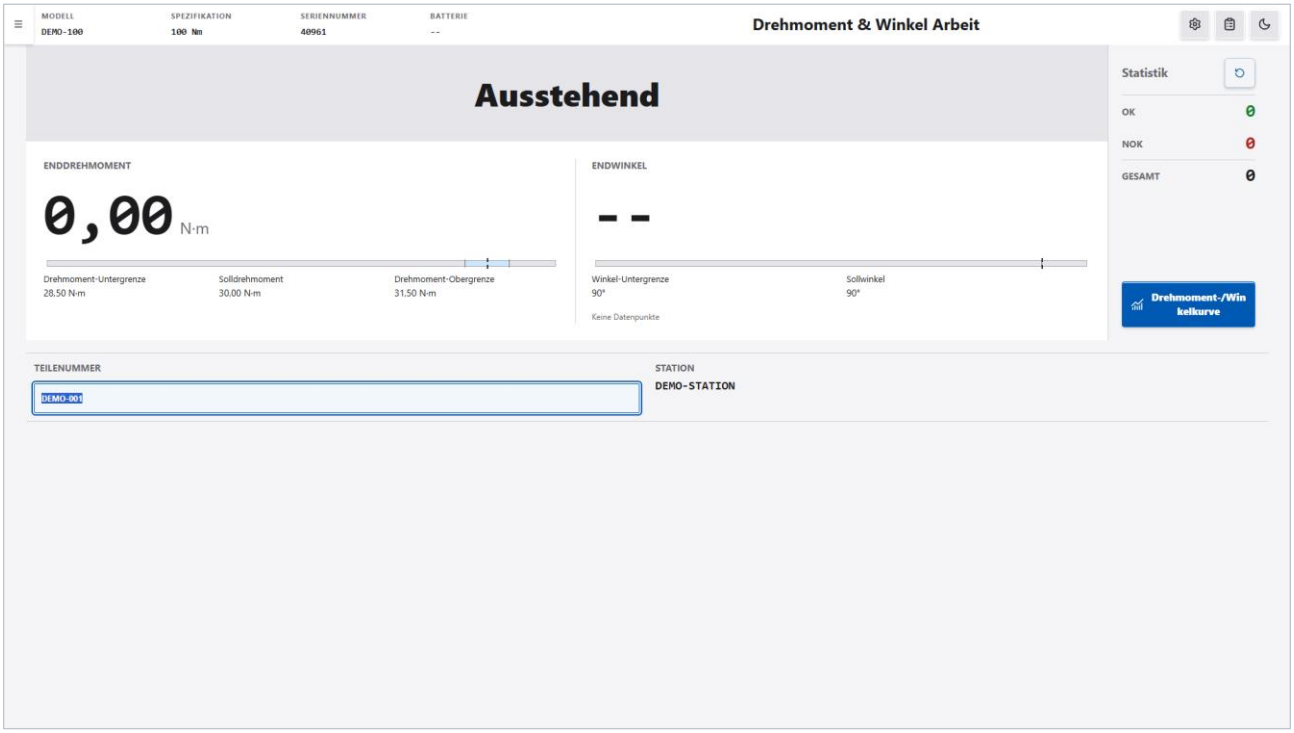

Abbildung 6-1 Arbeitsbildschirm Drehmoment & Winkel
1. Klicken Sie im Navigationsmenü auf „Rotationssensor“ → „Drehmoment & Winkel“. Der Bildschirm zeigt „Drehmoment & Winkel Arbeit“; das Bewertungsbanner zeigt „Ausstehend“ und der Endwinkel „--“ (siehe Abbildung 6-1).